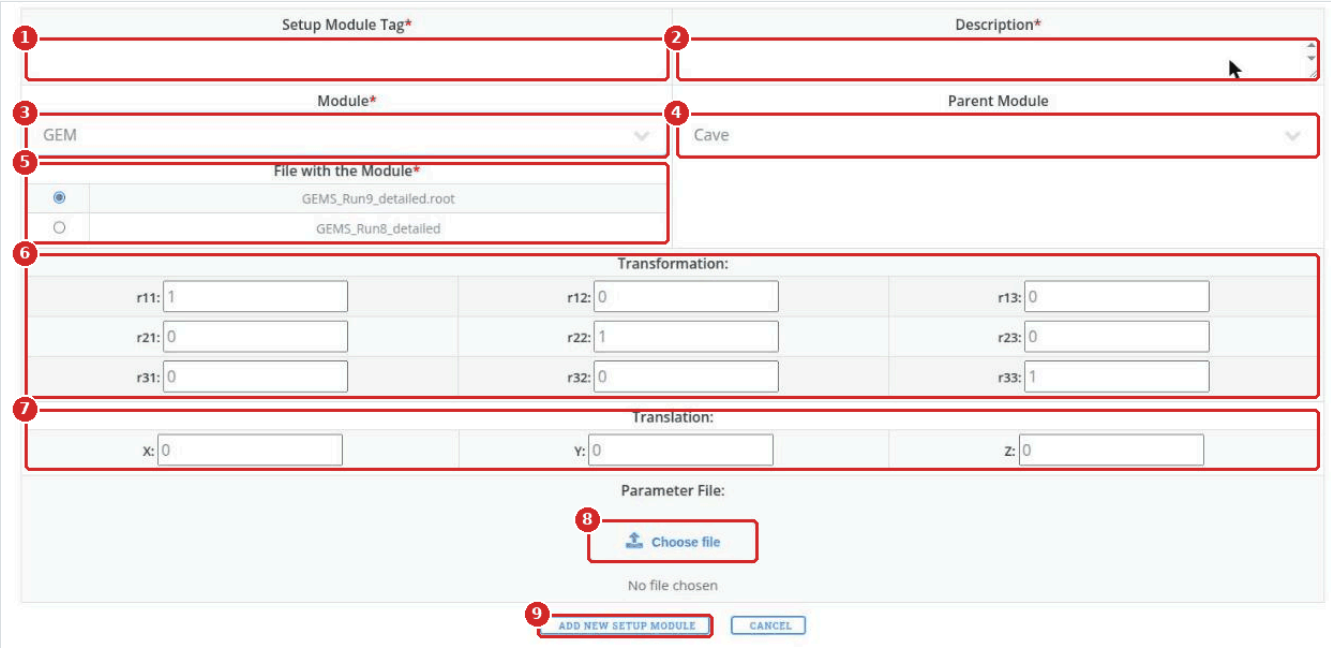

Figure 25. The CREATE NEW SETUP MODULE form after choosing the module `GEM`
3. Fill in the form (Figure 25):
- **Setup Module Tag** (1): name of this placement. Users refer to it in local customisation files (8.3).
- **Description** (2): what this placement is for and how it differs from the previous one, e.g. "FD for Run 9" or "TOF-400 position after XY alignment".
- **Module** (3): choose the detector. The next two fields appear only after this.
- **Parent Module** (4): the module this one sits in, `Cave` by default.
- **File with the Module** (5): tick the geometry file to place.
- **Transformation** (6): the rotation matrix, **r11** to **r33**. Leave the unit matrix for no rotation.
- **Translation** (7): the shift **X**, **Y**, **Z** in cm, in the parent's coordinate system. Leave zeros to keep the position from the file.
- **Parameter File** (8): optional XML parameter file of the detector, e.g. `GemRun9.xml`. BmnRoot reads it through `GetParameterFile()`.
4. Click **ADD NEW SETUP MODULE** (9), then check the entry in **VIEW SETUP MODULES**.